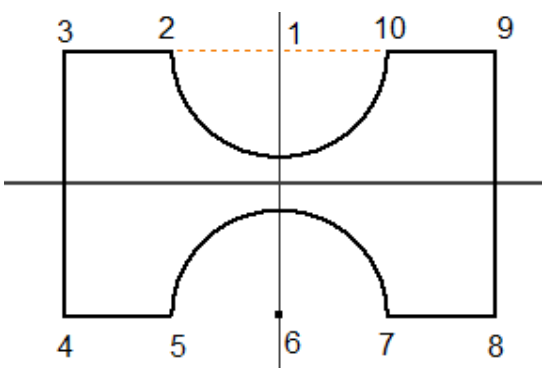

Figure 2-92 *Sketch showing different points*
2. Press the Tab key and enter **0** in the X coordinate edit field of the Dynamic Input. Again, press Tab and enter **0** in the Y coordinate edit field. Next, press Enter to specify the center of the arc; the center of the arc (Point 1) is created, as shown in Figure 2-92, and you are prompted to specify the start point of the arc.
In Figure 2-92, the major and minor grid lines, and the triad have not been displayed for better display of the sketch and the imaginary lines.
3. Enter **12** in the length input field, press Tab, enter **90** in the angle input field of the Dynamic Input, and press Enter; the first point (Point 2) on the arc is defined, refer to Figure 2-92. Now, you need to specify the endpoint of the arc.
9. Move the cursor right, enter **12**>Tab> **90**>Enter. Figure 2-92 shows the different points of sketch for Tutorial 2.
11. Enter **24** in the length input field, press Tab, enter **90** in the angle input field in the Dynamic Input, and press Enter; the endpoint (Point 7) on the lower arc is defined, refer to Figure 2-92. Now, you need to specify the center point of the arc.